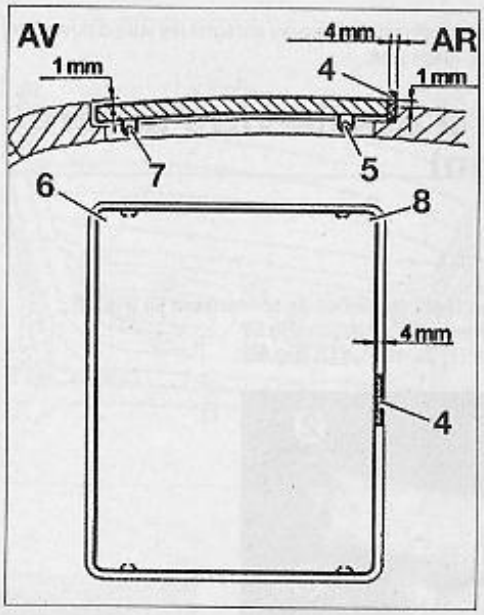

FIG. 68
• De chaque côté, déposer la protection (2).
• Desserrer les vis (3).
• Placer une cale (4) de 4 mm d'épaisseur entre l'arrière du toit ouvrant et la cloison de la trappe du pavillon **(Fig.68).**